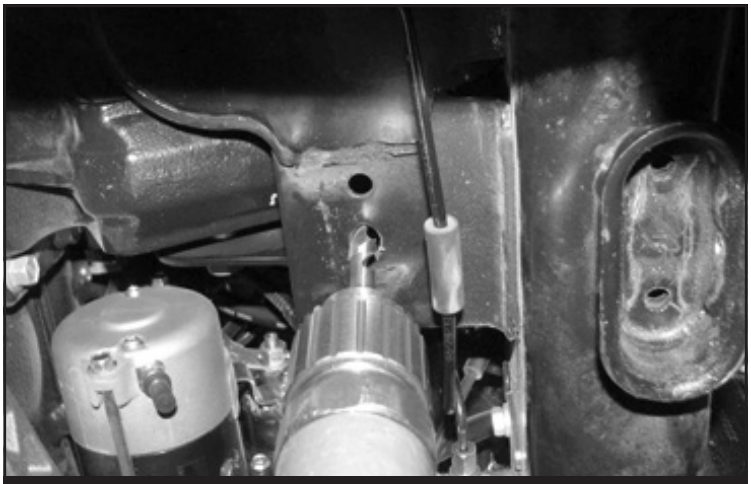

FIGURE 20 - STEP 27
27. Using a 1/2” drill bit, drill out the hole in the factory crossmember inline with the factory bump stop mount. **SEE FIGURE 20**